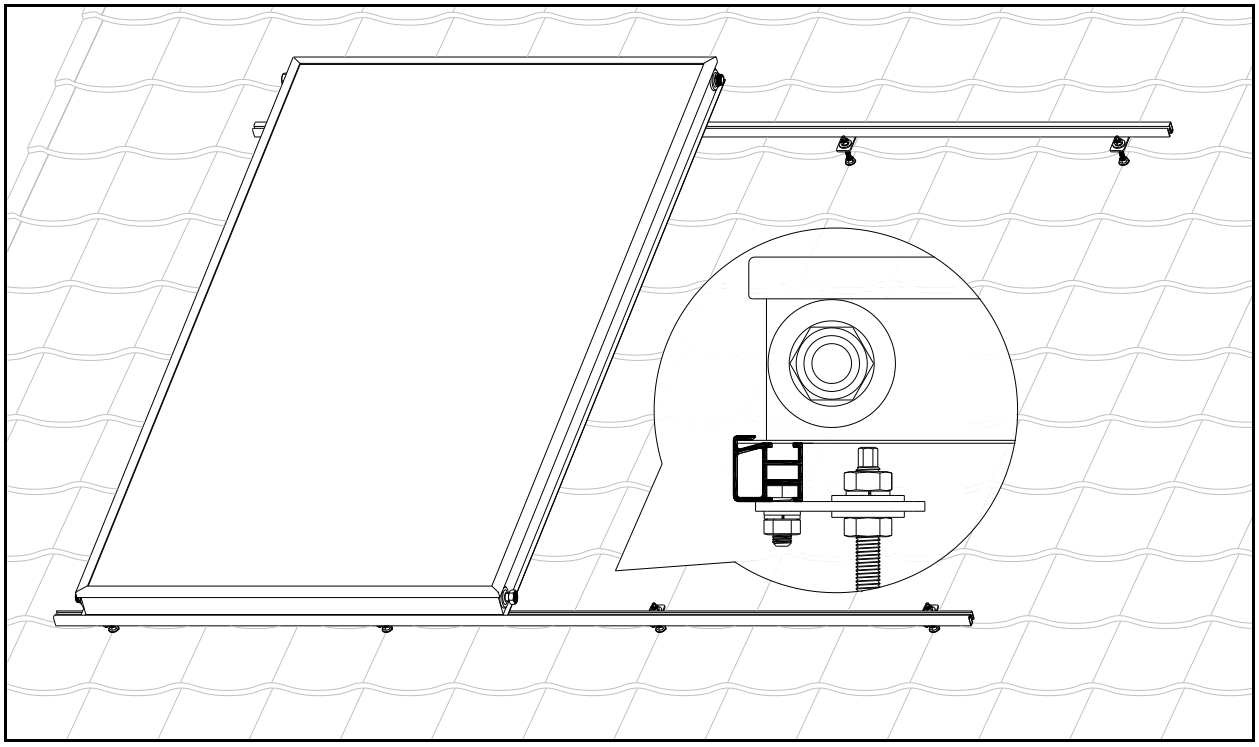

Рис. 9 Установка солнечного коллектора на рейки
9) установить первый солнечный коллектор согласно рис. 9;